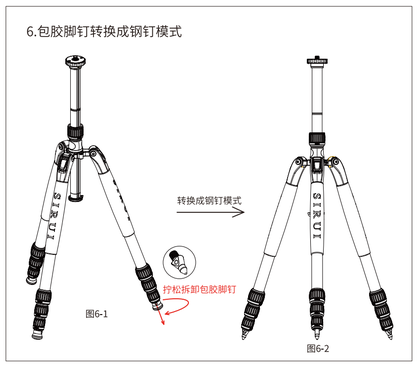

图6-1 图6-2
6. 三脚架的包胶脚钉拆卸后装上钢钉可更换成钢钉模式（如图6-1和图6-2所示）；